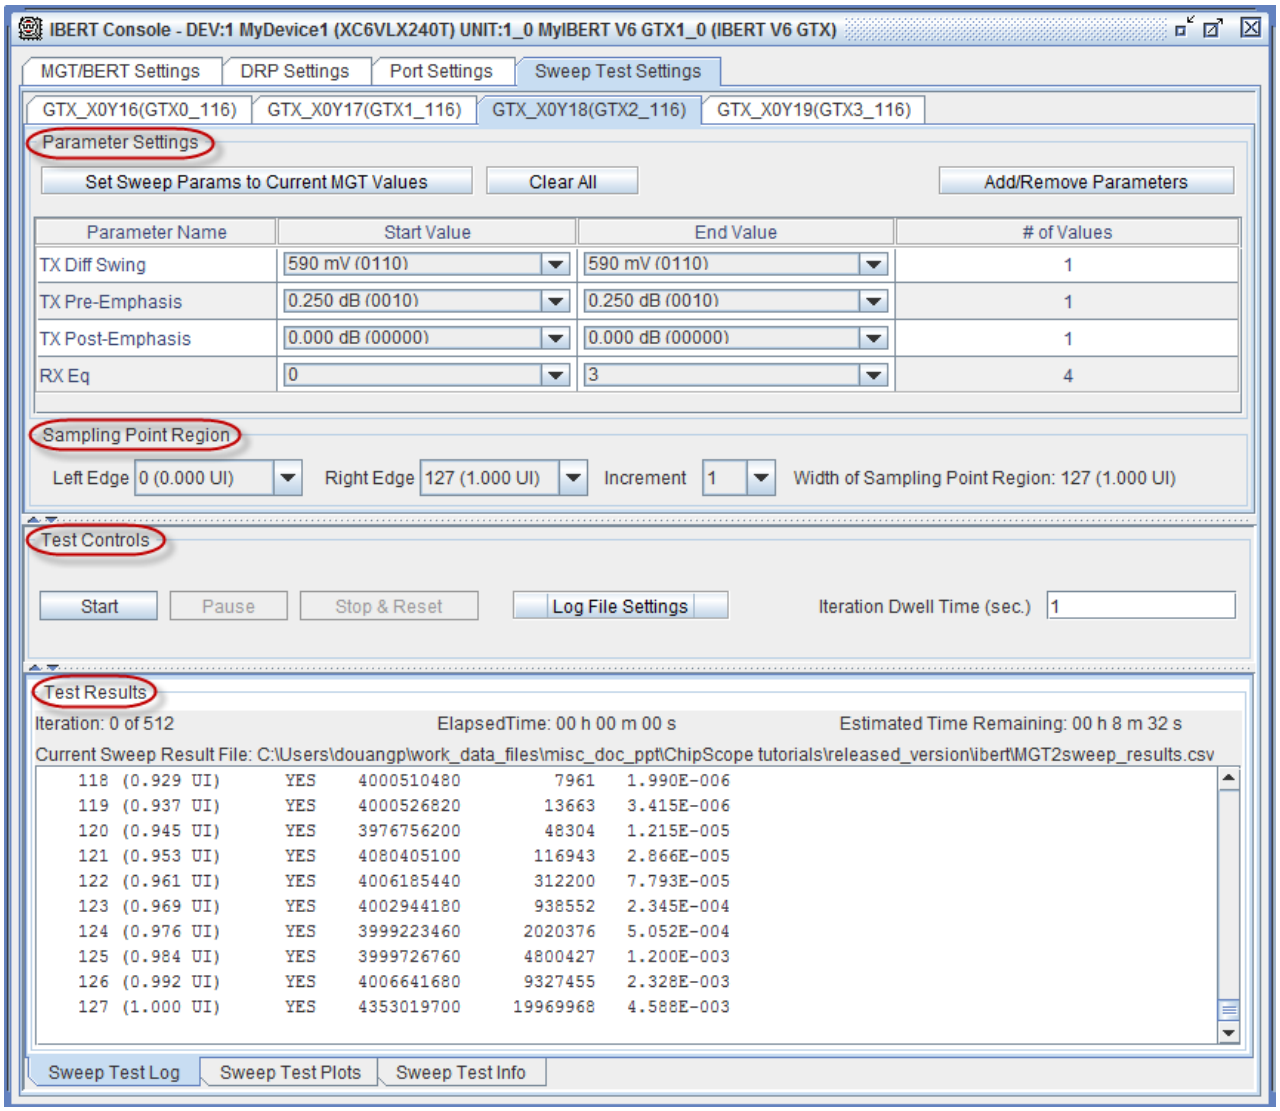

Figure 8: **Sweep Test Settings Panel**
The **Sweep Test Settings** panel is shown in Figure 8. Some key options are circled in red.
1. From the IBERT Console, be sure the **Sweep Test Settings** tab is selected, as shown in Figure 8, above.